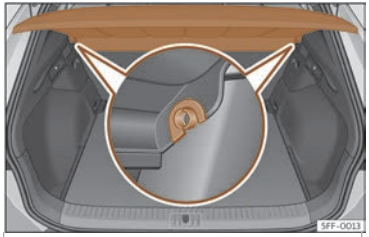

Fig. 114 Al maleter:desmuntar i muntar la safata.
- Desencaixeu la safata dels suports laterals ››› **fig. 114** estirant-la cap amunt i extraieu la safata.
- Introduïu la safata horitzontalment fent coincidir la "ferradura" sobre l'eix dels suports ››› **fig. 114** i premeu cap avall fins que encaixin.